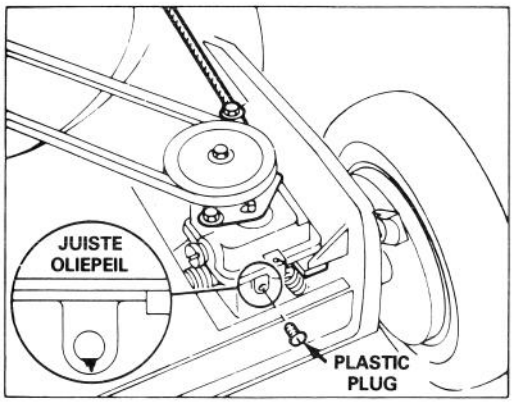

Afbeelding 16
2. CONTROLEREN VAN HET TANDWIELOLIEPEIL (Afb. 16) — Zet de maaier op een egaal oppervlak en maak het gedeelte rondom de plastic plug schoon. Verwijder de plastic plug en let op of er olie uit het gat druppelt. Indien er tandwielolie naar buiten druppelt, installeer dan weer snel de plastic plug. De olie is dan namelijk op het juiste peil. Indien er geen olie naar buiten vloeit, voeg dan olie toe: zie stap 3.